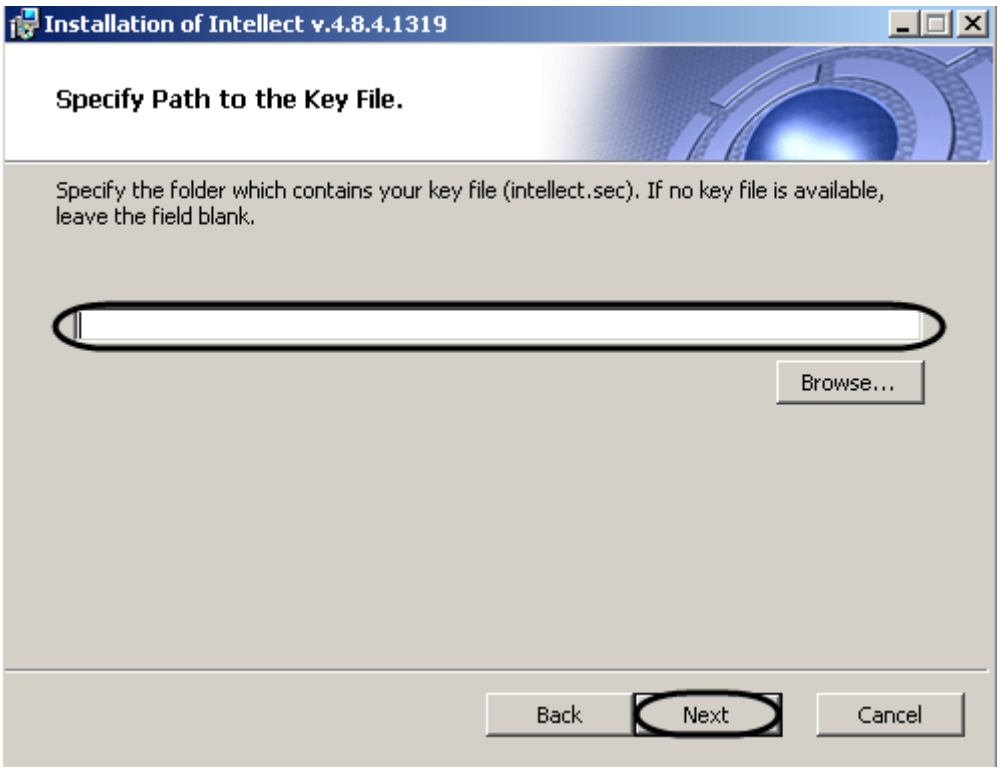

Figure 5.1-14 Indicate the folder dialog box
The dialog box of specifying the path to the key file is displayed (Figure 5.1-14).
16. Click the “Next” button (Figure 5.1-14).